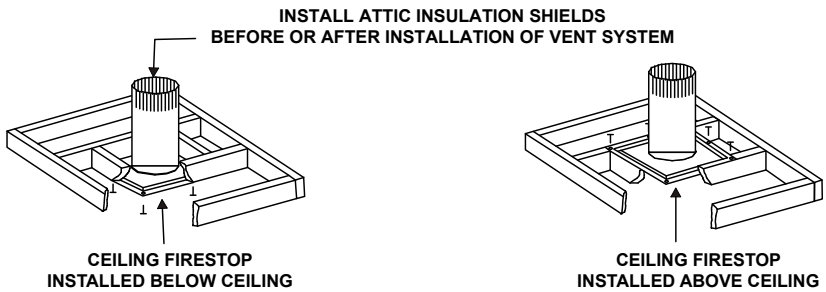

**Figure 5.4 Installing the Attic Shield**
- The ceiling firestop may be installed above or below the ceiling joists when installed with an attic insulation shield. It must be under joists between floors that are not insulated. Refer to Figure 5.4.